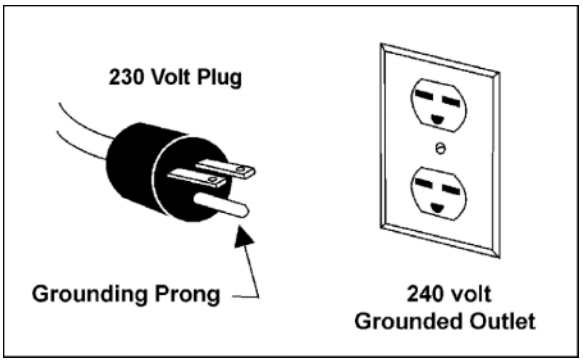

*Figure 8*
3. The 115V attachment plug supplied with the band saw must be replaced with a UL listed plug suitable for 230 volt operation, similar to the one shown in Figure 8. Contact your local authorized Walter Meier service center or qualified electrician for proper procedures to install the plug. The band saw must comply with all local and national codes after the 230 volt plug is installed.
5. The band saw with a 230 volt plug should only be connected to an outlet having the same configuration (Figure 8). No adapter is available or should be used with the 230 volt plug.